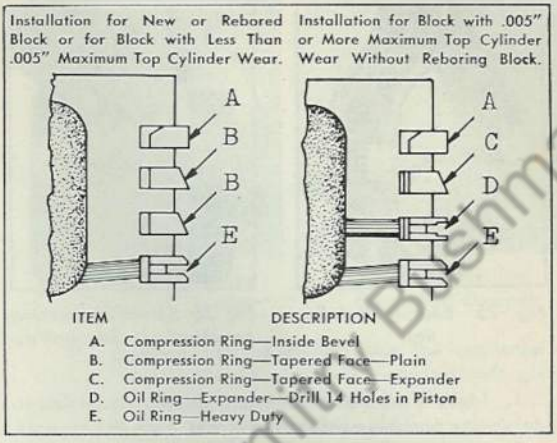

Fig. 23 Install Rings in Order Shown
3. Install piston rings on piston in accordance with instructions outlined in Paragraph 10 and illustrated in Fig. 23.
Piston ring arrangement used in production of these engines consists of 3 compression rings and 1 oil ring. The upper compression ring is an inside bevel type, and the two lower compression rings are taper face type. Piston ring sets furnished by the Service Department are specially designed for replacement purposes. Selection of service replacement piston ring sets should be based on the condition of the cylinder bore and installed in accordance with instructions accompanying each set. Refer to Fig. 23.
6. Install rings on piston in the correct order. See Fig. 23. A suitable ring installation tool should be used. Compression rings are stamped "Top" and should be installed with this stamping towards top of piston.